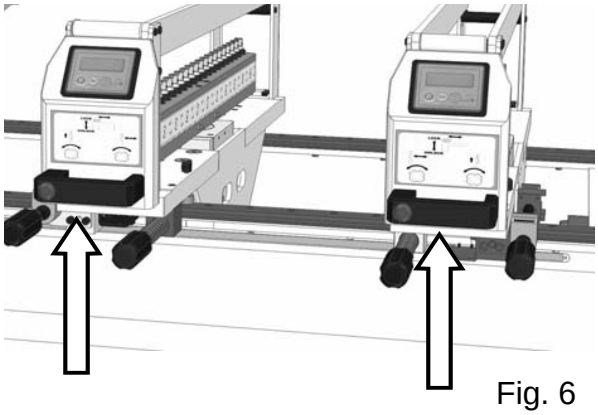
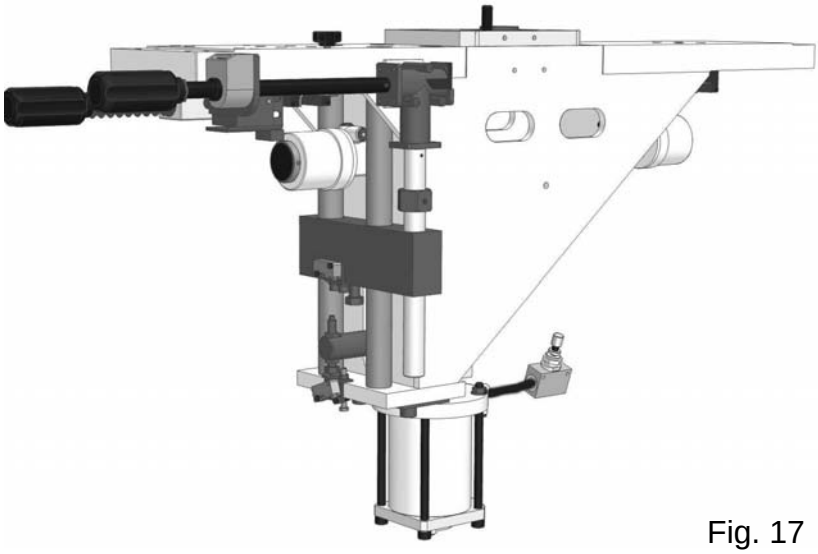

Fig. 6
Fig. 17
- 6) Vertical heads locking handle (see fig. 6)
- 17) Flux regulator (see fig. 17)
- 18) Handle for vertical heads decimal position regulation (see fig. 17)
1. Adjust vertical heads from left to right by using locking/unlocking handles (see fig. 6). The distance between the centre of holes and the left side of the work piece to be drilled is visualized into the digital display, which shows also decimal figures. You can use a special regulator handle to facilitate all the positioning operations. (see fig. 17 detail 18).